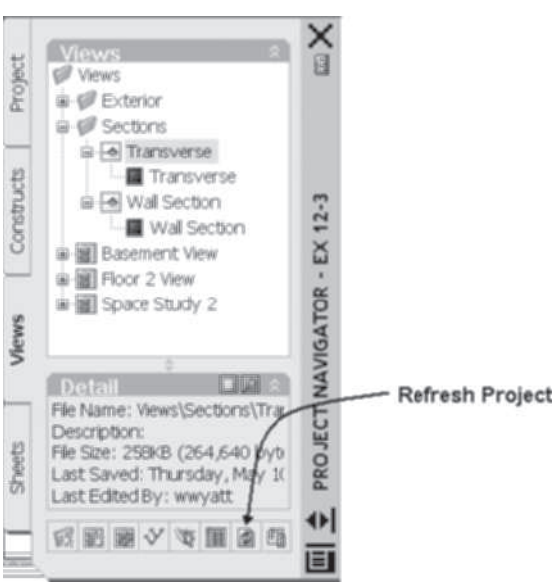

FIGURE 12.83 *Section View drawings of the Project Navigator*
13. Select the Views tab of the Project Navigator. Select the **Sections** category and select **Refresh Project** from the toolbar at the bottom of the Views tab as shown in Figure 12.83. Expand the Sections category and verify that the Transverse and Wall Section views are now displayed in the Sections category.